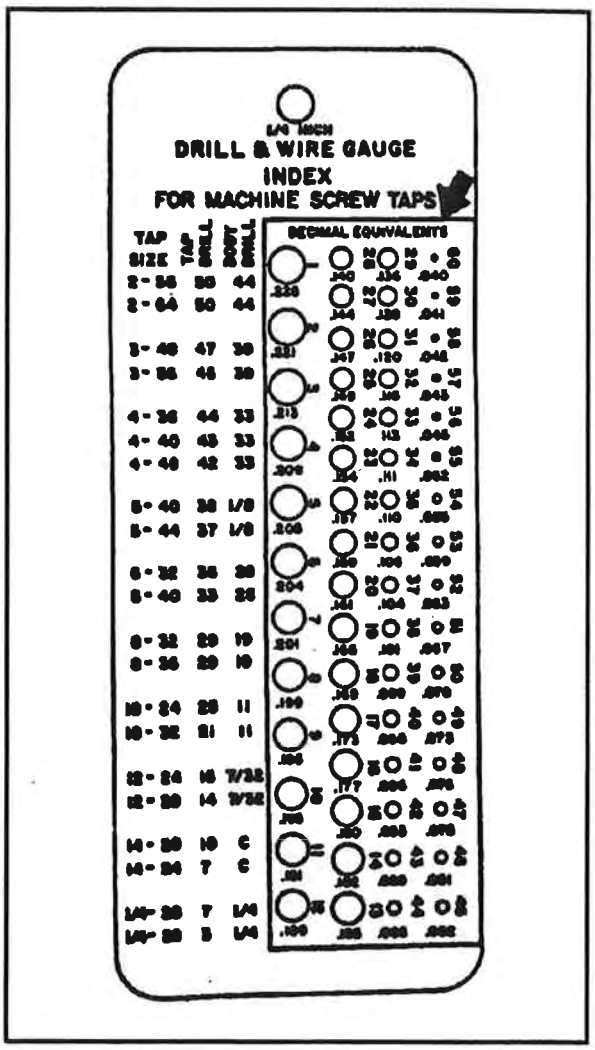

Figure 3-18. Twist drill gage
- Twist drill gage – used to determine the drill-bit size required to drill holes for wire, rivets, and bolts (Figure 3-18). This gage is a smooth-finish, round or rectangular steel plate containing a series of round holes that correspond in size to a series of drills. The right size drill may be selected by fitting the parts in the twist drill gage holes. These gages have letter, number, decimal, and fractional hole sizes.